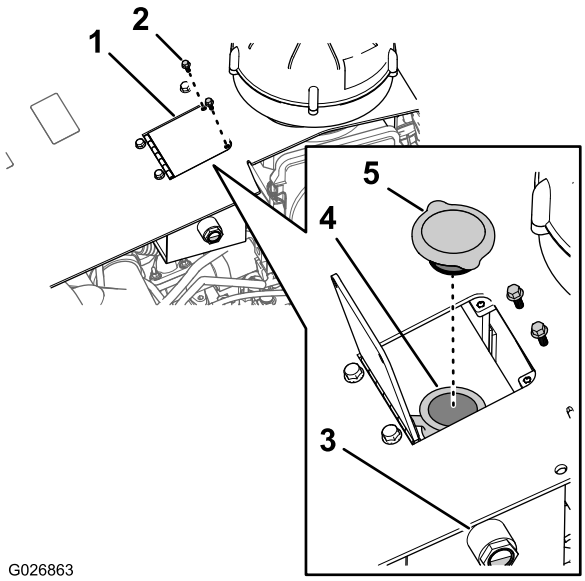
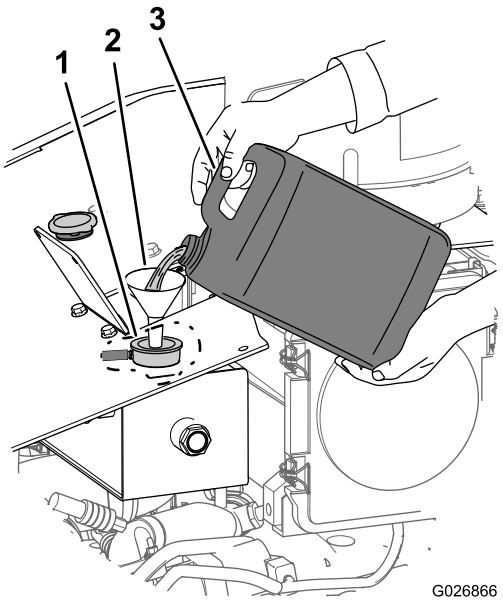

Bild 97
Bild 104
4. Prüfen Sie den Kühlmittelstand am Schauglas an der Seite des Ausdehnungsgefäßes (Bild 97).
A. Entfernen Sie die zwei Sechskantschrauben, mit denen die Motorhaube an der Maschine befestigt ist, und öffnen Sie den Behälterdeckel (Bild 97).
B. Nehmen Sie den Deckel des Ausdehnungsgefäßes vom Ausdehnungsgefäß ab und füllen Sie Kühlmittel ein, bis der Stand in der Mitte des Schauglases liegt (Bild 97).
2. Entfernen Sie die zwei Sechskantschrauben, mit denen der Behälterdeckel an der Motorhaube befestigt ist, und öffnen Sie den Deckel (Bild 97).
3. Nehmen Sie den Deckel des Ausdehnungsgefäßes vom Behälter ab (Bild 97).
1. Nehmen Sie den Kühlerdeckel vom Ausdehnungsgefäß ab (Bild 97).
2. Füllen Sie die Kühlanlage mit der angegebenen Kühlmittelmischung (Bild 104), bis der Stand in der Mitte des Schauglases liegt (Bild 97).
3. Setzen Sie den Deckel des Ausdehnungsgefäßes auf (Bild 97).